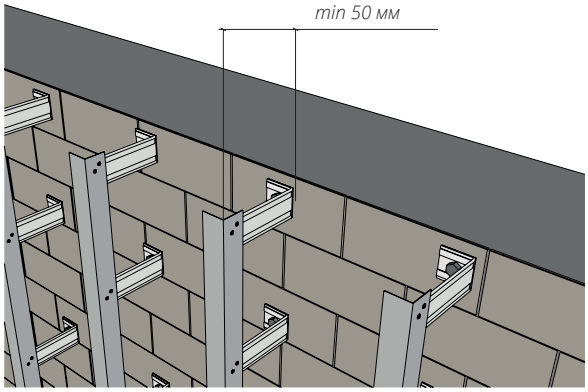

Рисунок 15. Обрешетка НФС Grand Line
9.6 Вентиляционный канал – «вентзазор» – должен быть не менее 50 мм (рис. 15 -16).